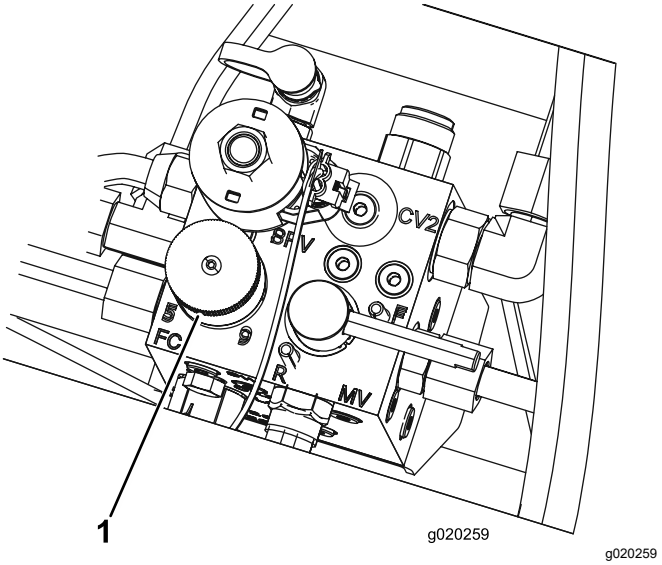

**Figur 32**
4. Ställ in cylinderhastigheten genom att vrida reglaget (Figur 32) tills indikatorpilen ligger i linje med det nummer som markerar önskad inställning.